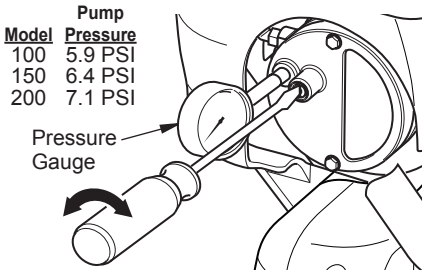

Figure 22 - Adjusting Pump Pressure
4. Adjust pressure. Turn relief valve to right to increase pressure. Turn relief valve to left to decrease pressure. See specifications correct pressure for each model (see Figure 22, page 15).